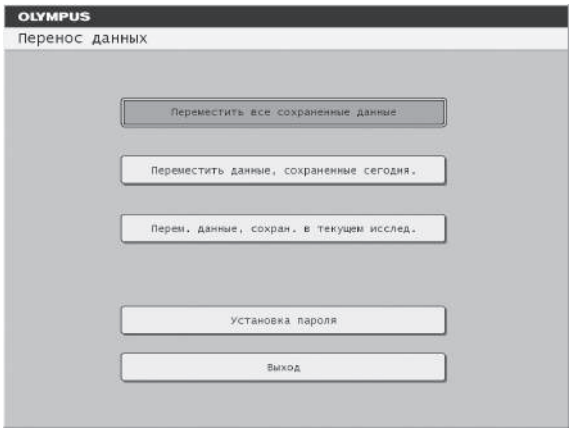

рисунок 4.26
- Информацию о меню [Database menu] (Меню базы данных) и [Move Data] (Перенос данных) см. в рис. 4.26.